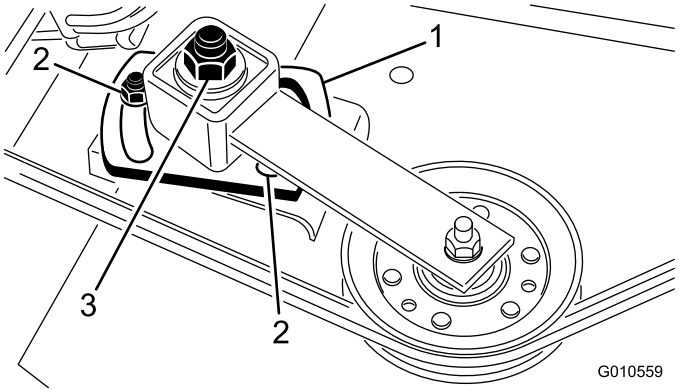

Figur 30
6. Stram justeringsmutteren for lederullen til 47–54 Nm ved hjelp av en pipe- og en momentnøkkel (Figur 30).